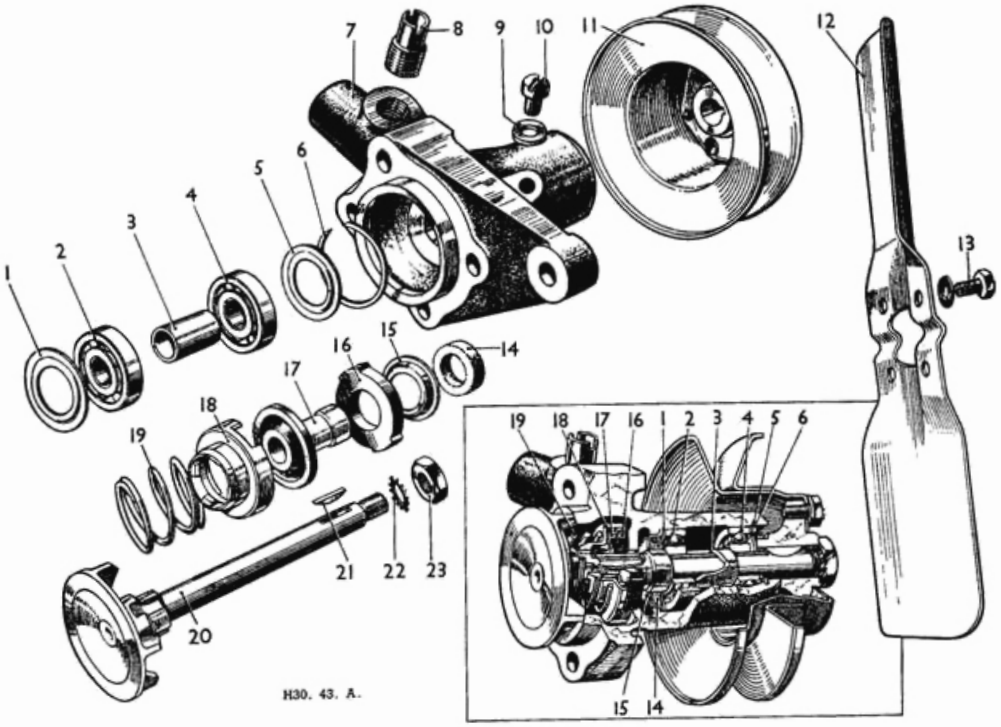

Fig. C.2. Water pump assembly (A30).
(1) Unscrew the four set bolts and remove the fan blades and belt pulley, when detachable, from the hub.
(2) Remove the nut and washer from the front end of the spindle, detach the fan hub with a suitable extractor and take out the Woodruff key.
(3) Hold the pump body and tap the spindle out towards the rear, using a hide hammer. The spindle will carry with it the vane and water seal assembly.
(4) Prise out the spring retaining ring (6, Fig. C.2) and remove the lubricant retainer (5).
(5) Place the pump body face downwards and use Service Tool 18G60 to tap out the front ball bearing (4) which will be followed by the tubular distance piece (3).
(6) Tap out the rear ball bearing (2) in the same direction as the front one, after having centralised it by means of the dummy bearing supplied as part of Service Tool 18G60.
(7) Remove the lubricant retaining assembly which consists of a felt ring (14) held between two retainers (1 and 15).
(1) Secure the pump body face upwards in a vice with protected jaws.
(2) Assemble the driver, dummy front bearing and pilot of Service Tool 18G60.
(3) Pass the rear bearing, outer felt ring retainer (1, Fig. C.2), felt ring (14) and inner felt ring retainer (15) on to the pilot and drive them into the pump body. The felt ring (14) must be renewed if it is inefficient.
(4) Fit the distance piece (3) and drive in the front bearing.
(5) Replace the lubricant retainer (5) and spring retaining ring (6).
(6) On engines prior to engine number 41992, fit the water seal assembly with reference to Fig. C.2. Renew the gland spring (19) if it has weakened and the sealing ring (16) if it is worn. A re-designed water pump, incorporating a modified water seal assembly, was fitted at engine number 41992. This assembly consists of a synthetic rubber seal into which is moulded a carbon ring, together with a tension spring and spring cup, which parts supersede the sealing ring (16), rubber seal, locating cup (18) and gland spring (19) on the earlier water pump. The new water pump assembly is interchangeable with the old one but the pump body, water seal assembly, distance piece (17), spindle with vane and lubricant retainer (5) are not separately interchangeable.
(7) Further reassembly is a reversal of the sequence of instructions given for dismantling.